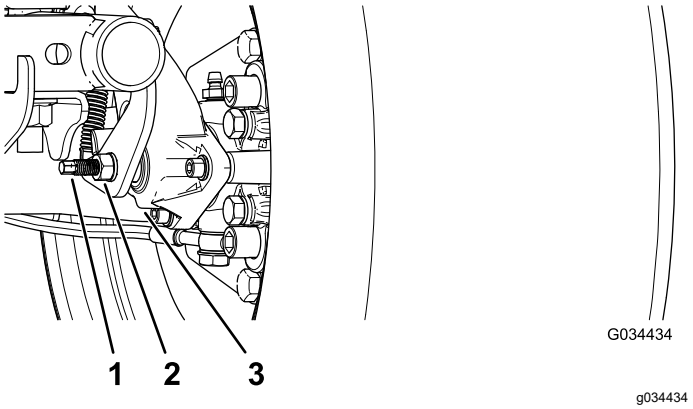

Figuur 60
3. Gebruik 2 sleutels en houd met de ene de afstelstang van de klauw vast terwijl u met de andere sleutel de contramoer een kwartslag losdraait (Figuur 60).
4. Hou de afstelstang en de contramoer vast en draai de afstelstang in om deze te bevestigen (Figuur 60).
5. Hou de afstelstang en de contramoer vast en draai een kwartslag los (Figuur 60).
6. Hou de afstelstang en de contramoer vast en draai de contramoer aan (Figuur 60).